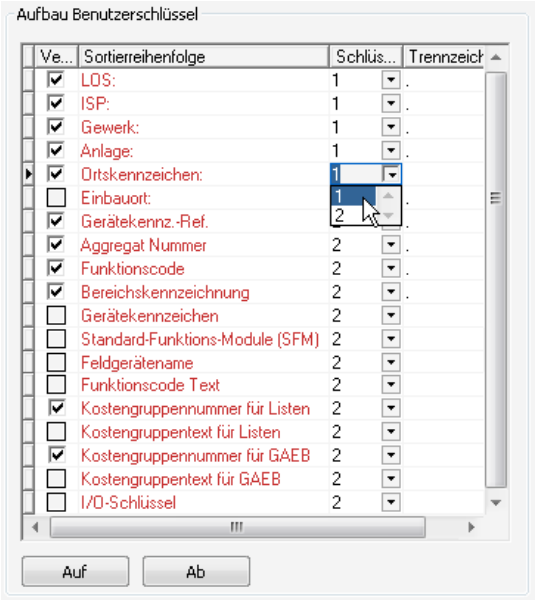

Bild 24.3 – Die Liste der Teilschlüssel in der Projektverwaltung
Die Liste dieser Felder sehen Sie in der folgenden Tabelle (vgl. Bild 24.3).
Rechts unten erscheint die Liste der verfügbaren Teilschlüssel (Abb. 24.3). Die ersten fünf Ebenen der Zeichnungsverwaltung werden hier als Informationsfelder für die Erzeugung des Schlüssels verwendet.
- Setzen Sie ein Häkchen in die Checkbox in der ersten Spalte, *Verwenden.* Aktivieren Sie die Teilschlüssel entsprechend Bild 24.3.